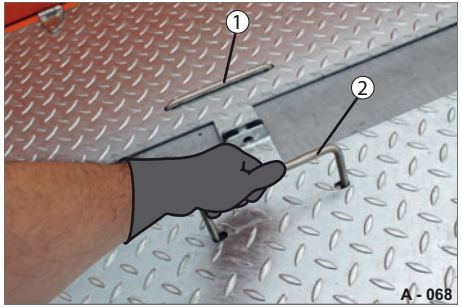

Abb. 67 Staukasten öffnen
- ▶ Ziehen Sie den versenkten Griff (Abb. 67/2) heraus.